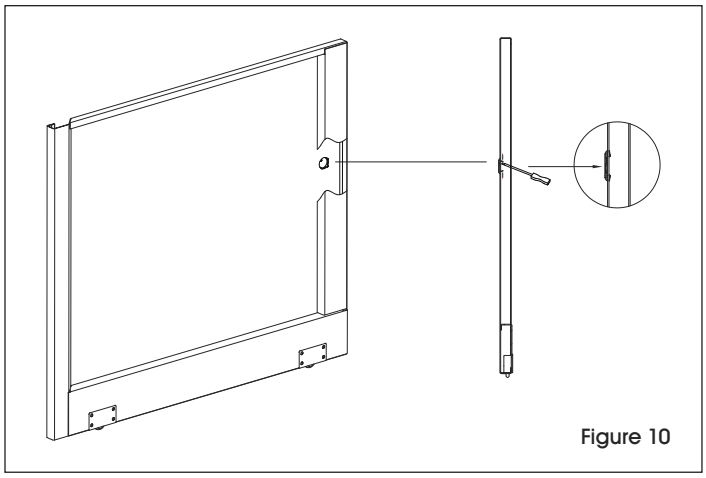

Figure 10
11. Utilisez un tournevis à tête plate pour fixer le couvre-serrure à la porte en repliant les languettes du couvre-serrure à l'intérieur de la porte. (Voir Figure 10)